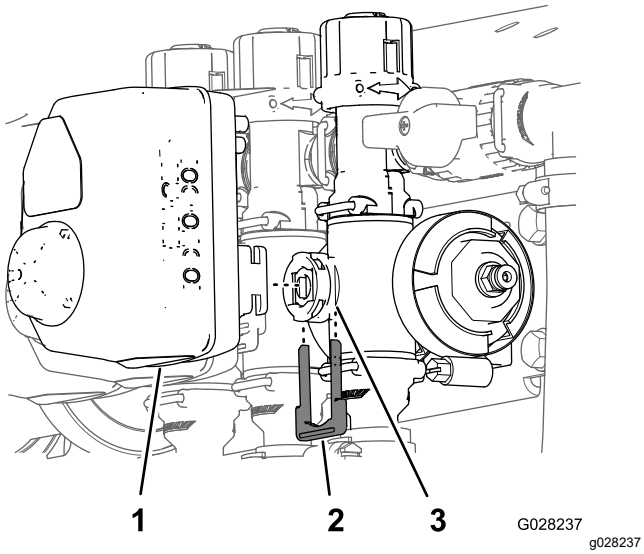

Figure 13
1. Remove the retainer that secures the actuator to the manifold valve for the section valve or agitation valve (Figure 13).